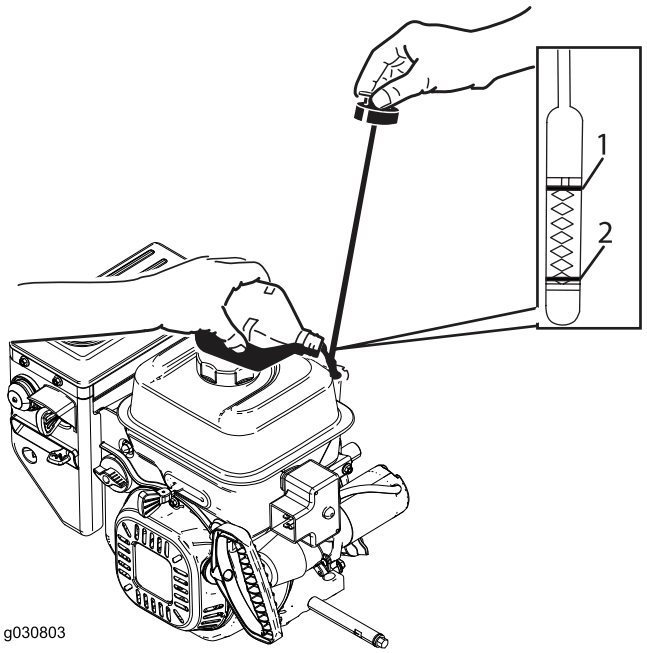

Figur 41
2. Ta ut peilestaven, og kontroller oljenivået (Figur 41). Hvis oljenivået er under Add-merket på peilestaven må du fylle på mer olje. Se (side).